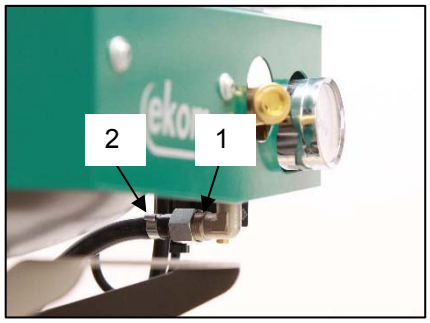

Fig. 7
12.1. **Compressed air outlet** (Fig. 7)